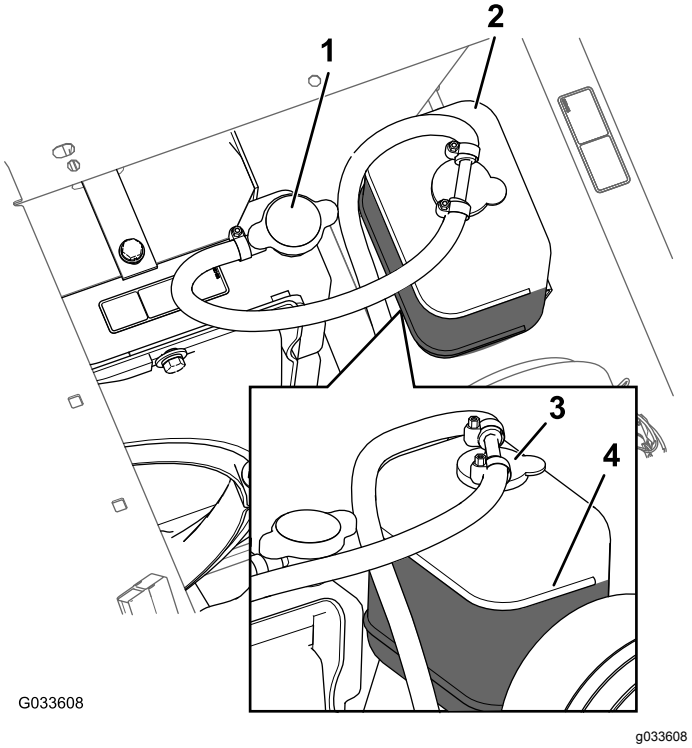

**Рисунок 85**
3. Осторожно снимите крышку радиатора и крышку расширительного бачка (Рисунок 85).
**Примечание:** Радиатор должен быть заполнен до верха заливной горловины, а расширительный бачок должен быть заполнен до отметки FULL (ПОЛНЫЙ) на бачке (Рисунок 85).
5. Если уровень охлаждающей жидкости низкий, снимите крышку расширительного бачка и крышку радиатора, долейте жидкость в расширительный бачок до отметки FULL (ПОЛНЫЙ) и в радиатор до верха заливной горловины (Рисунок 85).
6. Установите крышку радиатора и крышку расширительного бачка (Рисунок 85).
2. Когда двигатель остынет, снимите крышку радиатора (Рисунок 85).